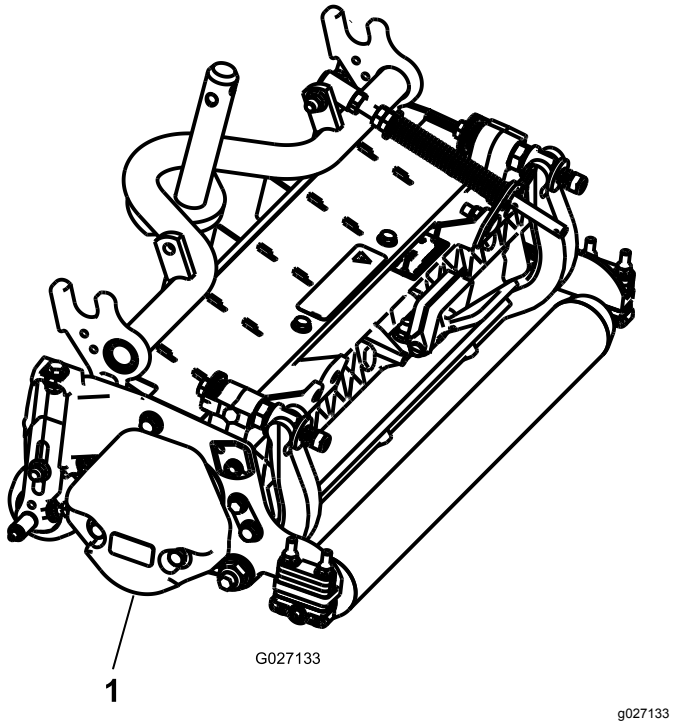

Figur 4
3. Kontrollera att motvikten (Figur 4) har monterats på rätt sida av klippenheten i enlighet med *monteringsanvisningarna* för motviktssatsen.